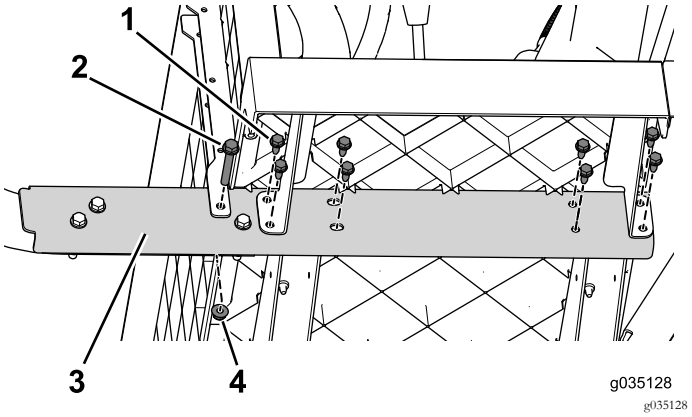

Figur 64
3. Fjern flensboltene (3/8 x 2-1/2 tomme) og mutrene som fester sideskinnen til maskinen (Figur 64). Gjør dette på begge sider av maskinen.
4. Arbeid fra framsiden til baksiden og fjern flensboltene (5/16 x 3/4 tomme) som fester sideskinnen til maskinen (Figur 64). Gjør dette på begge sider av maskinen.